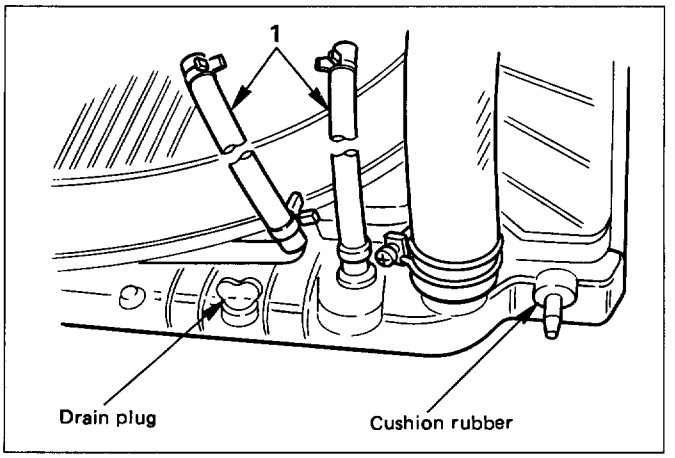

Fig. 6B-12
- Disconnect oil cooler hose on automatic transmission (A/T). (Fig.6B-12)